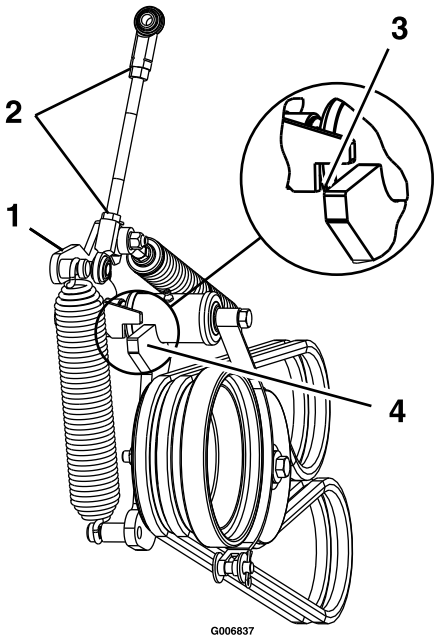

Figuur 58
13. Maak de contramoeren los, stel de verbinding in totdat de bovenkant van de spannerarm uitgelijnd is met de onderkant van de inkeping om de veerarm zoals in Figuur 58.